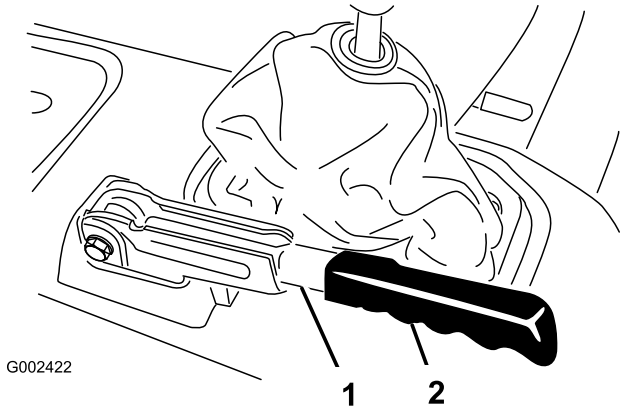

Figur 60
1. Fjern gummigrebet fra parkeringsbremsehåndtaget (Figur 60).